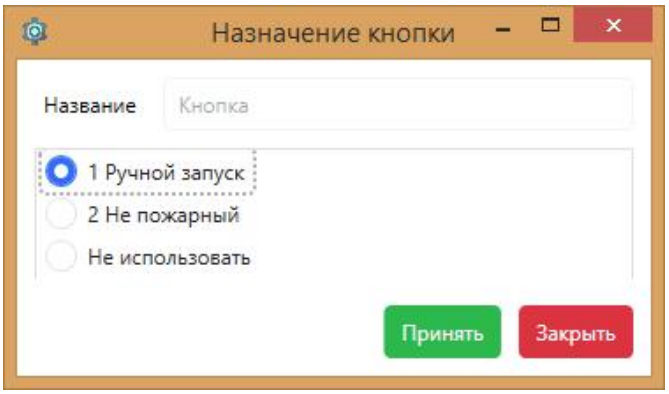

Рис. 30 - Окно «Назначение кнопки»
2. Назначение (редактирование) кнопок вручную ***(не рекомендуется)*** *осуществляется двойным нажатием левой кнопкой мыши по требуемой кнопке (см. рисунок 30).*